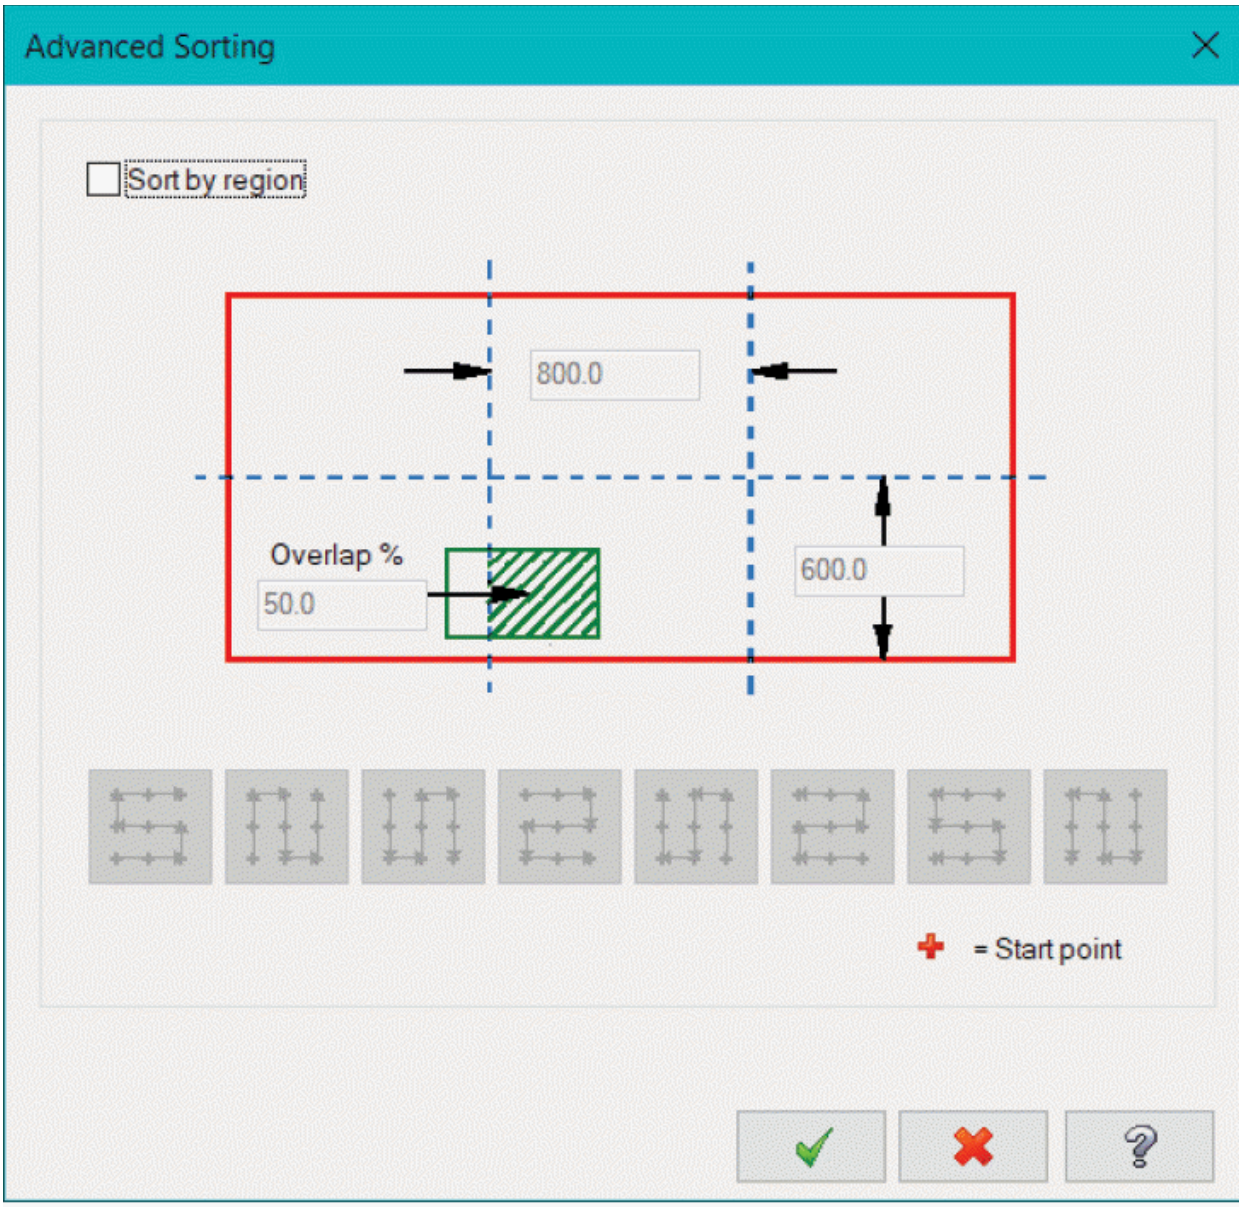

Figure-38. Advanced Sorting dialog box
- Click on the **Advanced** button from the **Sorting Method** area to divide the sheet into regions for user defined sorting. The **Advanced Sorting** dialog box will be displayed; refer to Figure-38. Select the **Sort by region** check box and specify related parameters in the dialog box to define sorting order for regions. After setting parameters, click on the **OK** button from the dialog box.